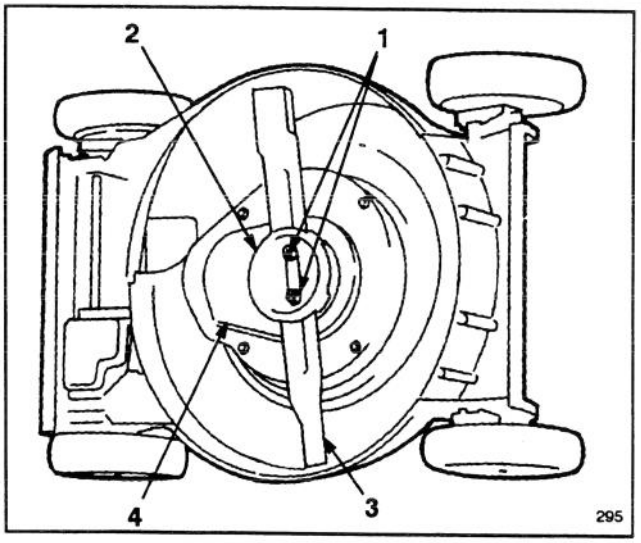

Figure 32
3. Tip mower on its left side (Fig. 32).
4. Remove (2) blade nuts, anti–scalp cup, blade, blade spacer, rotating screen, and (4) bolts securing BBC shield to mower deck (Fig. 32 & 33).